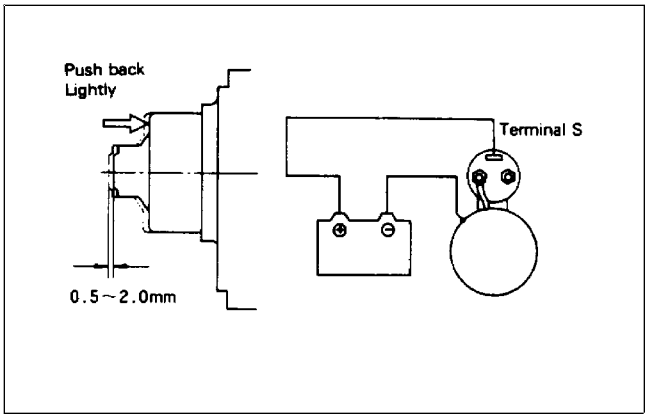

Figure 29
1. Install 12 volt battery between the “S” terminal and the starter body (Fig. 29). The pinion should protrude and stop.